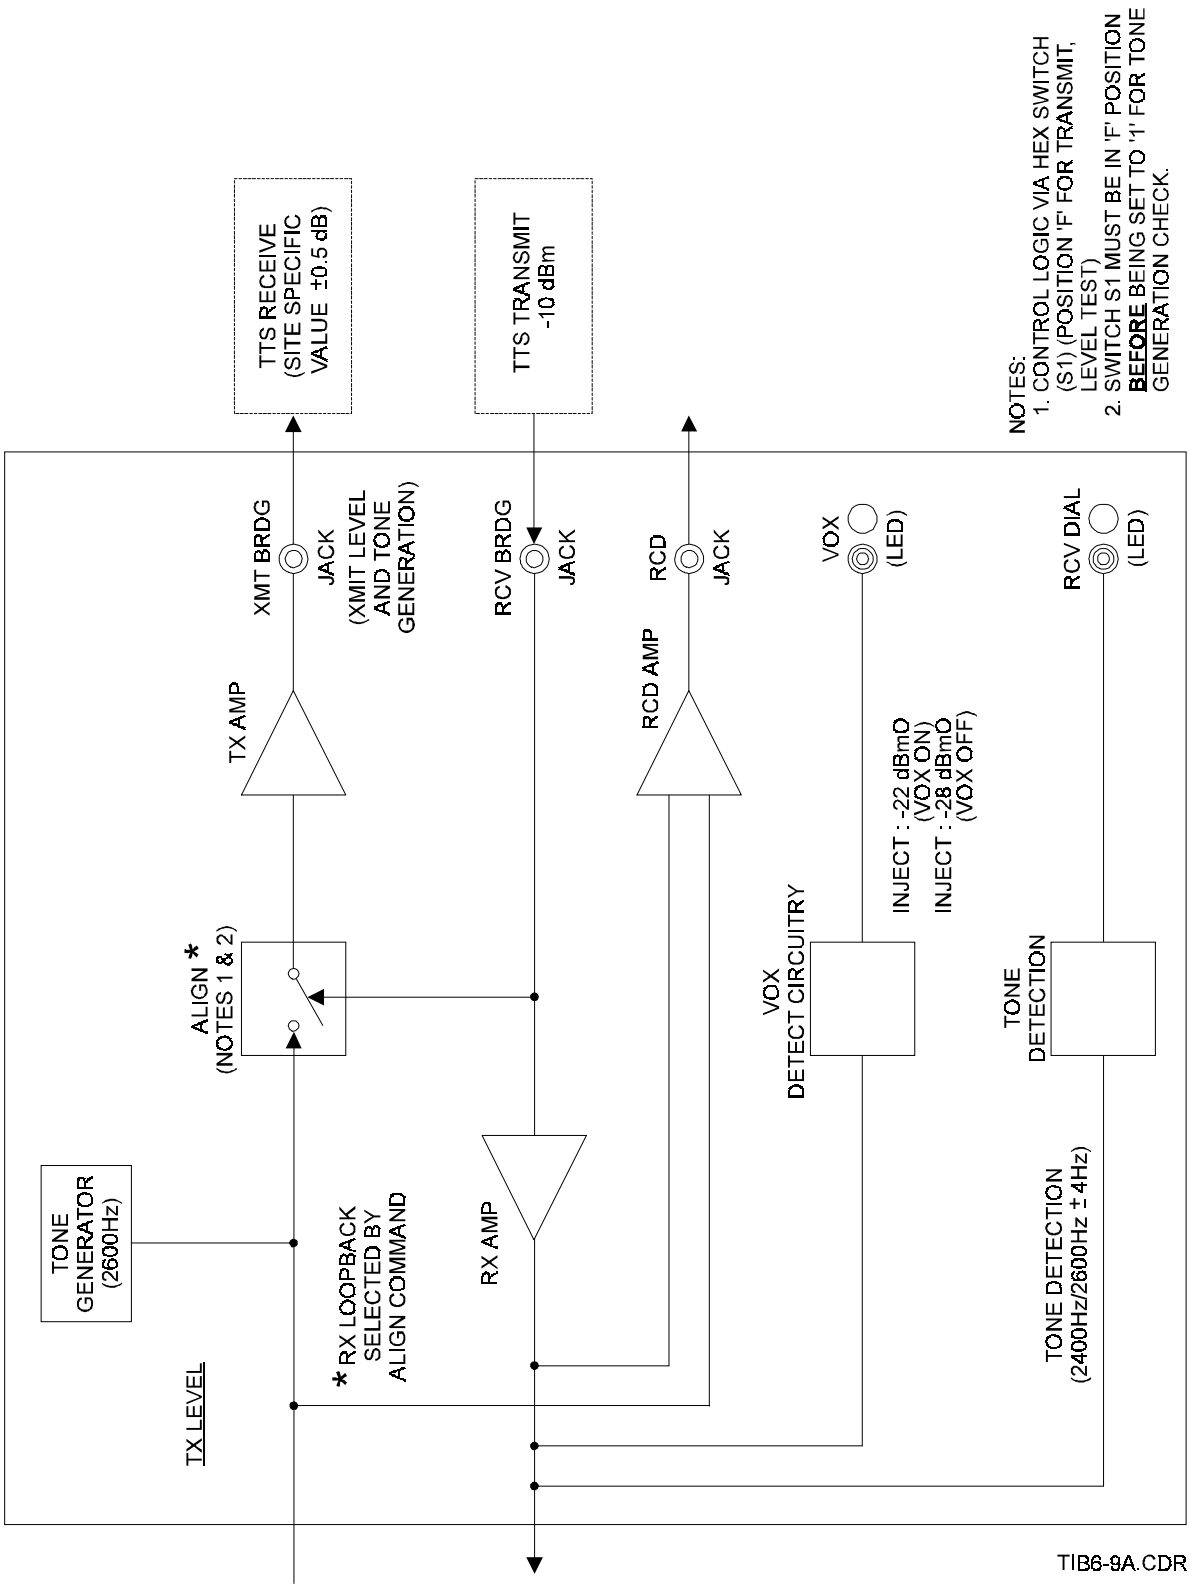
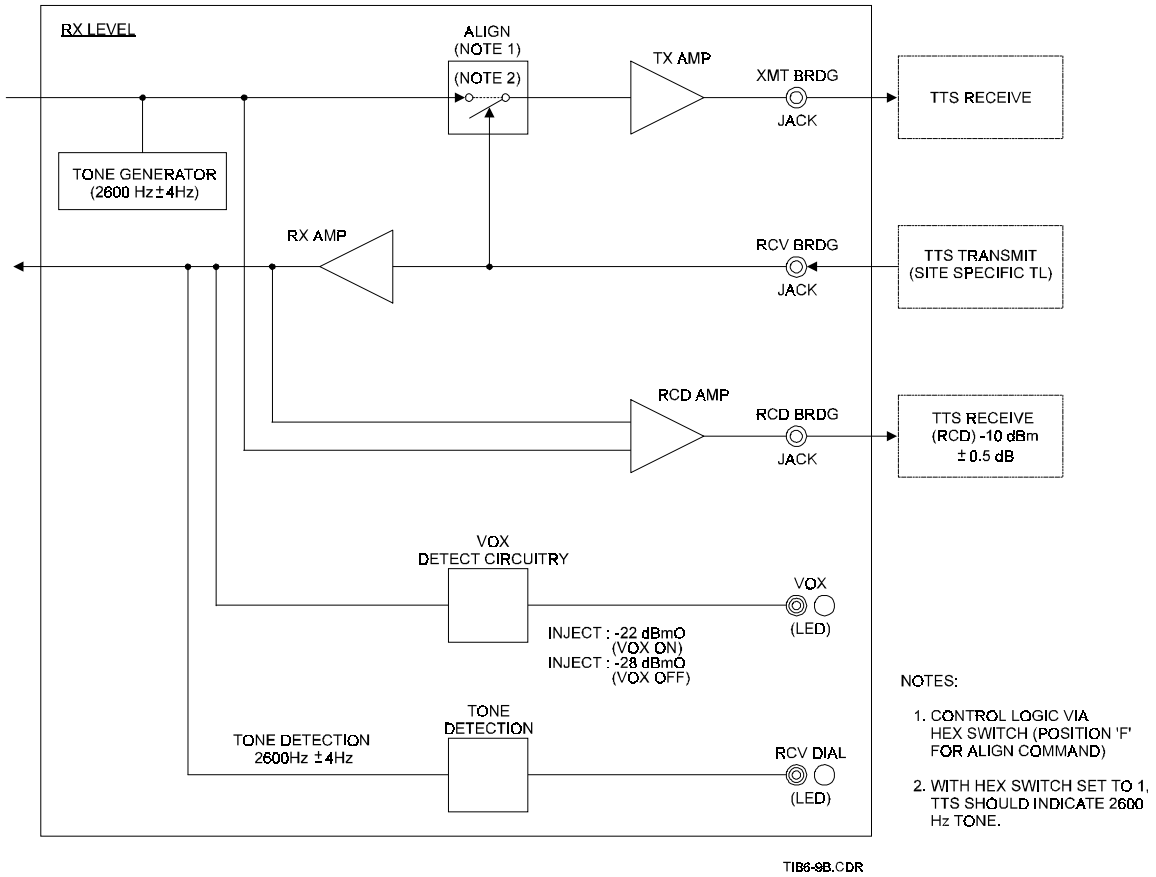

*Figure 6-9a. SS-1/SS-4 Performance Check Block Diagram (Transmit Path)*
***Figure 6-9b. SS-1/SS-4 Performance Check Block Diagram (Receive Path)***
**Figure 6-9a** presents a simplified diagram covering the transmit path of the performance check; **Figure 6-9b** provides a similar diagram for the receive path.